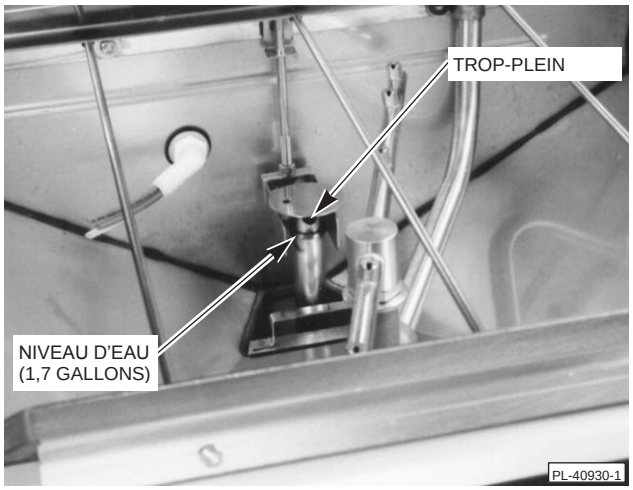

**Fig. 14**
4. La came ***Remplissage/Rinçage*** contrôle l'alimentation de la vanne de remplissage. Au cours des trois dernières secondes de la durée de la vidange, la vanne de remplissage s'ouvre pour fournir un rinçage par eau propre de la cuve de lavage. Cette durée de rinçage peut être augmentée ou diminuée, tel que cela est requis par des conditions locales de fonctionnement, en faisant tourner la moitié droite de la came. À une pression d'écoulement de 20 psig, la quantité requise d'eau, 1,7 gallon, est autorisée à circuler dans le lave-vaisselle. Si la pression d'écoulement est différente que 20 psig (ou si la durée d'écoulement de la vidange a été modifiée), la durée de remplissage devra être augmentée ou diminuée pour permettre au lave-vaisselle de fonctionner avec un minimum de 1,7 gallon d'eau. Référencez la Fig. 14 (page 10) pour identifier le repère de niveau d'eau requis de 1.7 gallon.
Pour procéder au remplissage initial de la machine, appuyez sur l'interrupteur d'alimentation *POWER* pour le mettre en position On et appuyez sans relâcher sur le commutateur de *vidange (DRAIN)/remplissage (FILL)*, sur « Fill » pendant environ dix secondes. Le niveau d'eau devra se situer en bas de la bague sur le tube de vidange (1,7 gallon) (Fig. 14). (L'eau au niveau de la partie supérieure de la bague devra indiquer 1,9 gallon, et au niveau de la partie inférieure du trop-plein, celle-ci devra indiquer 2,3 gallons.) Le trop-plein évacuera automatiquement l'excès d'eau.